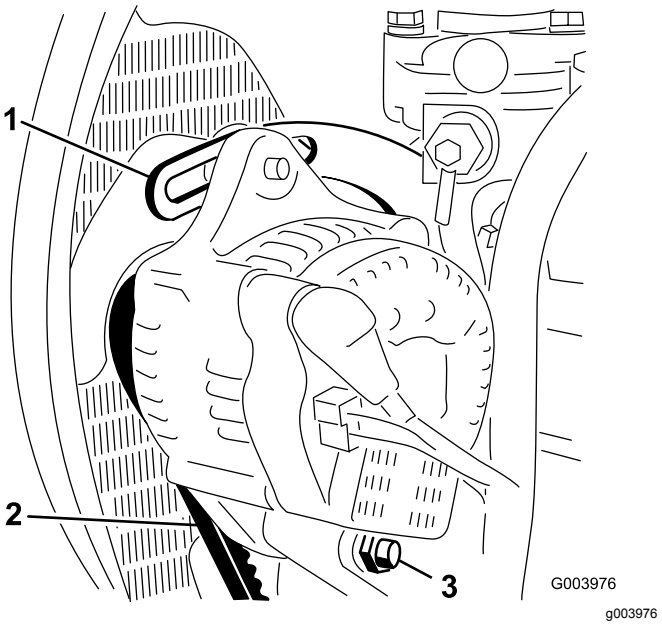

Figur 63
2. Kontroller spenningen ved å trykke ned remmen (Figur 63) midt mellom vekselstrømsgeneratoren og veivakselrullene med en kraft på 10 kg.
3. Løsne skruene som fester avstiveren til motoren (Figur 63), skruen som fester vekselstrømsgeneratoren til avstiveren og svingbolten.